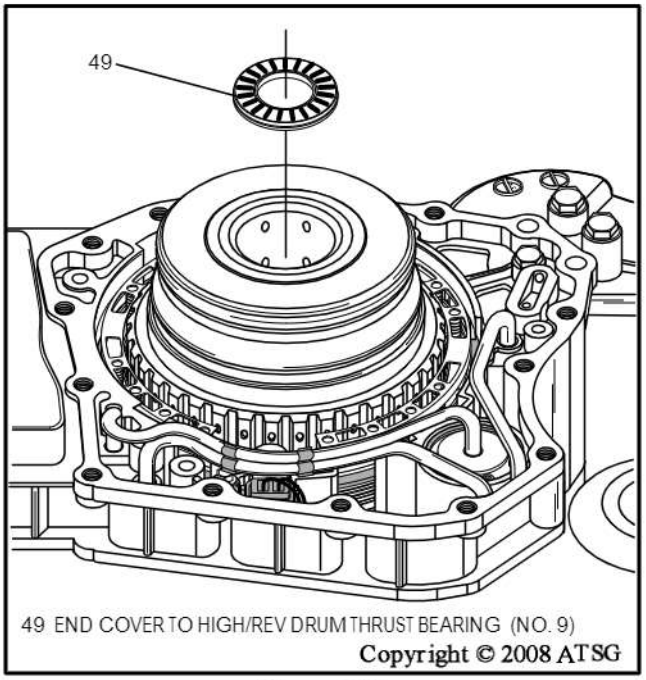

Figure 207
39. Ensure that ***only*** the number 9 thrust bearing is installed into the high and reverse clutch housing, with the needles facing up, as shown in Figure 207.